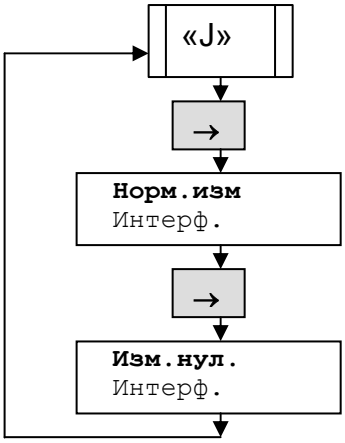

Рисунок 8 – Измерение нуля
4.5.8.1 Раздел **Измерение нуля.** (смотри рисунок 8) **инд 7.** Выбор режима осуществляется клавишей со стрелками «→» «←».